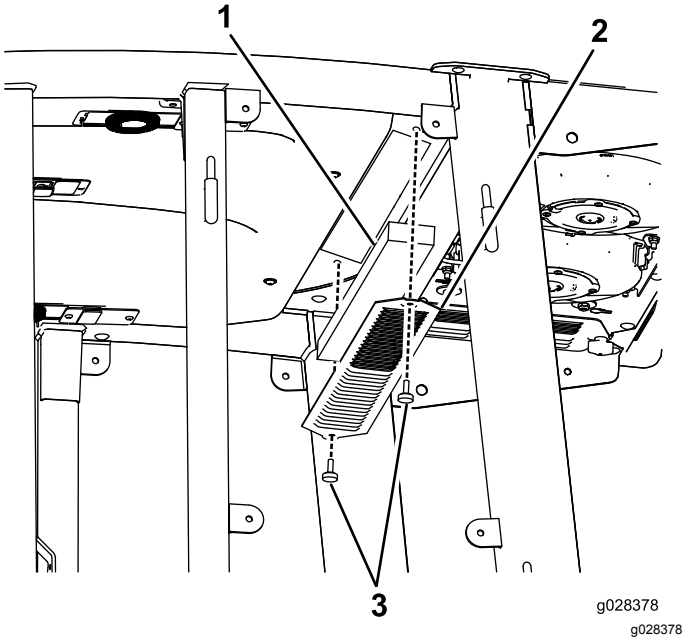

Figuur 125
3. Verwijder het dak van de cabine door de 22 bouten te verwijderen waarmee het dak vastzit (Figuur 125).
4. Verwijder de luchtfilters (Figuur 125).
5. Verwijder en reinig de airconditioningspoelen (Figuur 125).